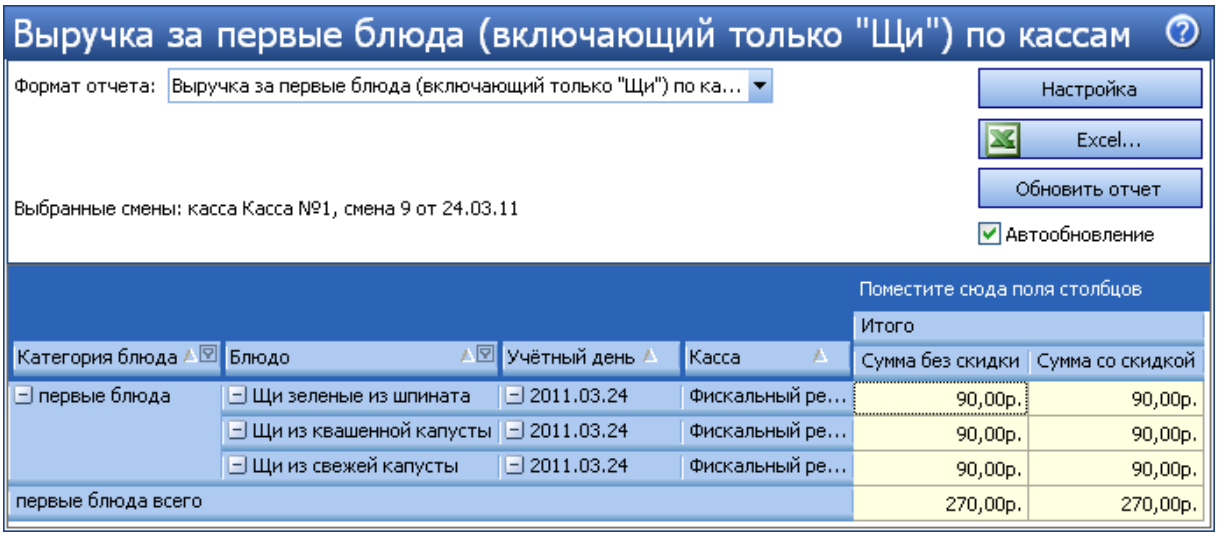

Рисунок 120 Отчет по продажам первых блюд с типом фильтрации «Включающий»
- В отчет «Выручка за первые блюда (включающий только "Щи") по кассам» (тип фильтрации «Включающий») попадут только блюда («Щи»), которые были отмечены в фильтре данного отчета (см. Рисунок 120).